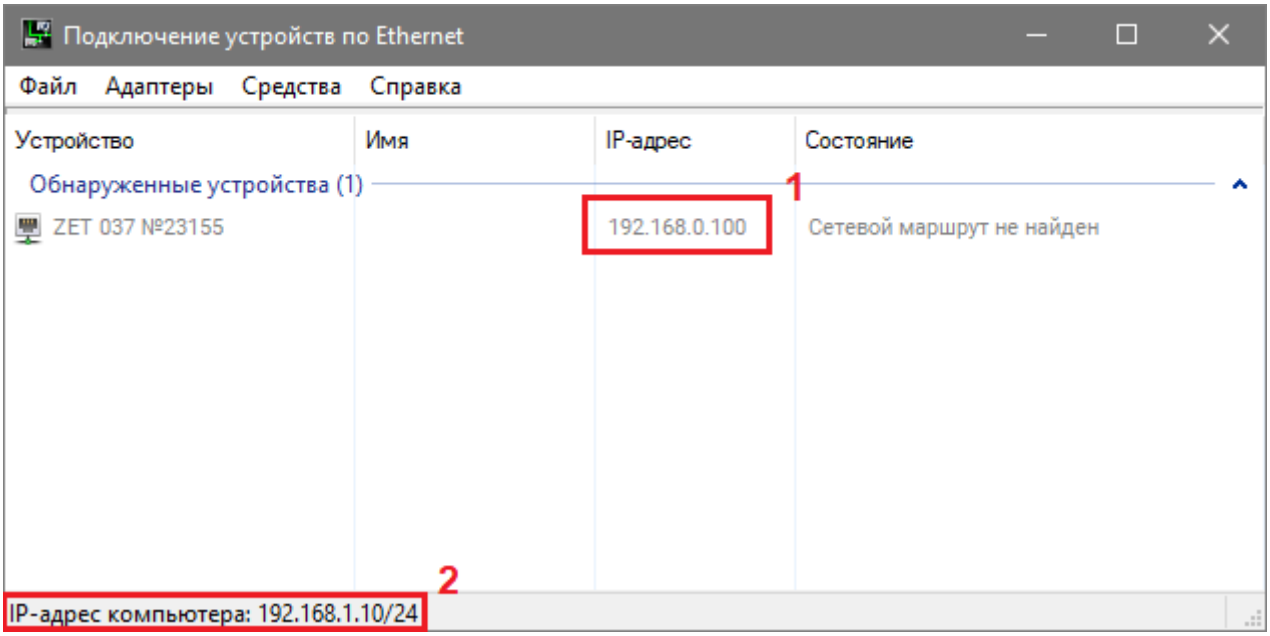

Рис. 5.1 Окно «Подключение устройств по Ethernet»
Для проверки IP-адреса системы на панели *ZETLAB* в меню «Сетевые программы» активируйте программу «Подключение устройств по Ethernet». В открывшемся окне программы «Подключение устройств по Ethernet» в столбце «IP-адрес» (1) указан сетевой адрес системы ZET 037 (*Рис. 5.1*). Сетевой адрес компьютера отображается в нижней части окна программы «Подключение устройств по Ethernet» (2).